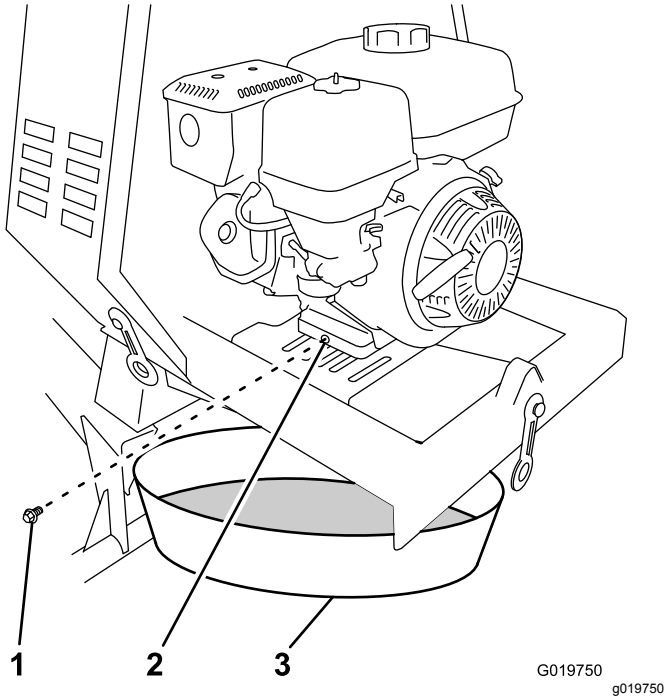

Figure 46
3. Place a drain pan under the oil-drain hole of the engine (Figure 46).
4. Remove the drain plug and catch the oil in the oil-drain pan (Figure 46).
5. When the oil has drained completely, install the drain plug with a new washer (Figure 46).